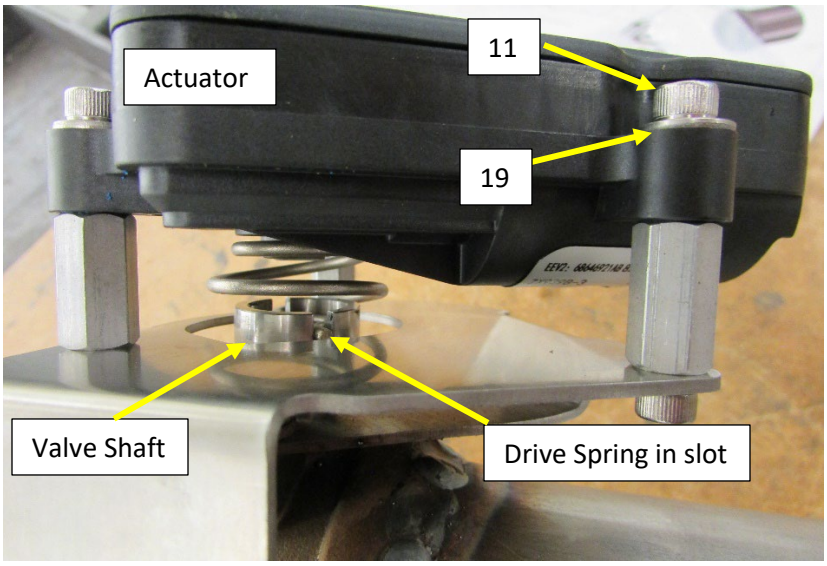

Figure.8
16. Install a flat washer on to each of the 10-32 x ¾" screws and apply a small amount of blue thread locker on the threads. **Fig.8**
17. Place the Actuator over the bracket, align the drive spring into the groove on the drive pin of the valve. **Fig.8**
19. Install the 10-32 x ¾" screw and washer through the mounting hole of actuator and into the threaded standoff. Tighten the first screw to hold the actuator in place. **Fig.8**
21. Verify the drive spring is still located in the valve shaft slot. Do Not over tighten the screws. **Fig.8**